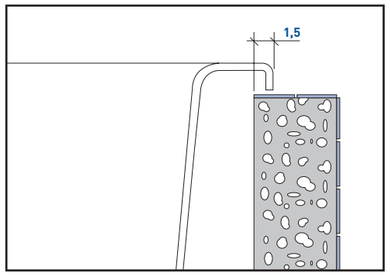

fig.1
- La muratura perimetrale di una eventuale versione ad incasso, può rientrare al massimo di cm 1,5 rispetto al bordo esterno della vasca (fig.1). Deve, inoltre, essere previsto un pannello asportabile per la manutenzione!